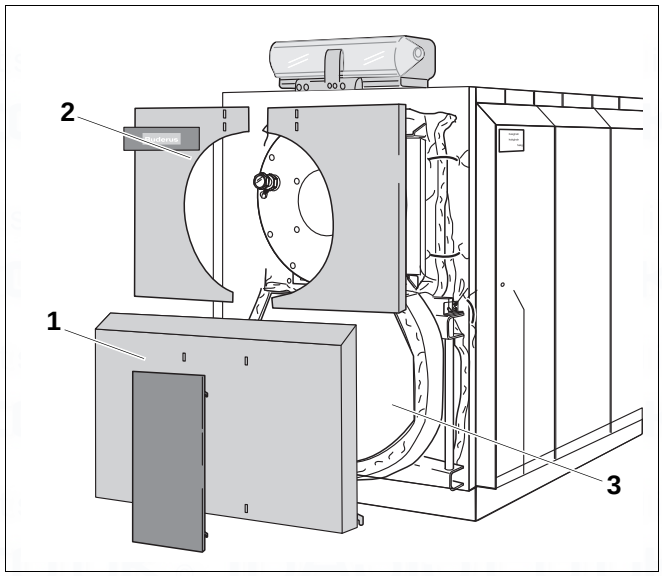

Fig. 2 Logano plus SB735 Gas condensing boiler
– Boiler casing [2], thermal insulation [4], burner door casing – (Fig. 2, [2]) and return bonnet cladding (Fig. 2, [1])